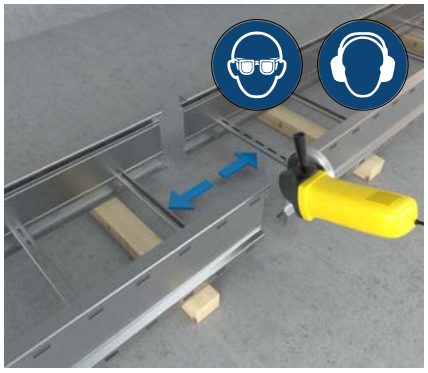

Fig. 2: Cutting and separation work
4. Cutting and separating operations must be carried out with the utmost care and in compliance with occupational health and safety requirements (see Fig. 2).